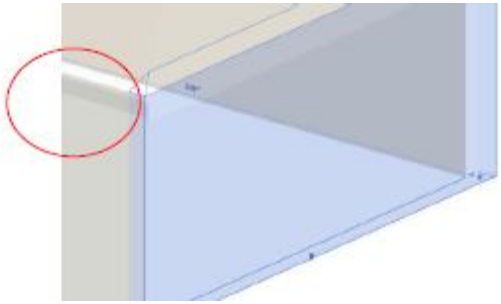

Рисунок 2
- Избегайте аномальные формы стен, которые могут появиться в местах прикрепления к крыше (Рисунок 2).